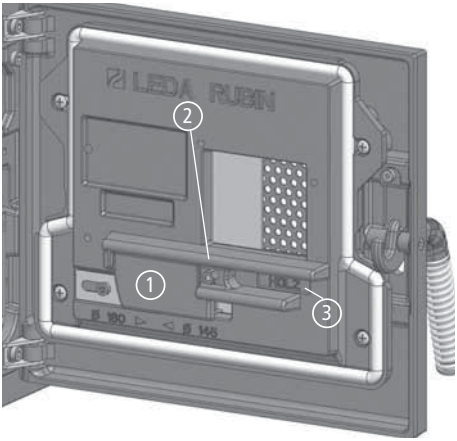

Abb. 2.3 Brennstoff-Einstellung „Holz" in der geöffneten Aschefachtür
Für den Betrieb mit Braunkohlebrikett wird der Brennstoffwähler nach rechts gedreht - in der Aschefachtür ist dann der Schriftzug „Brikett" (4) sichtbar (siehe Abb. 2.3).